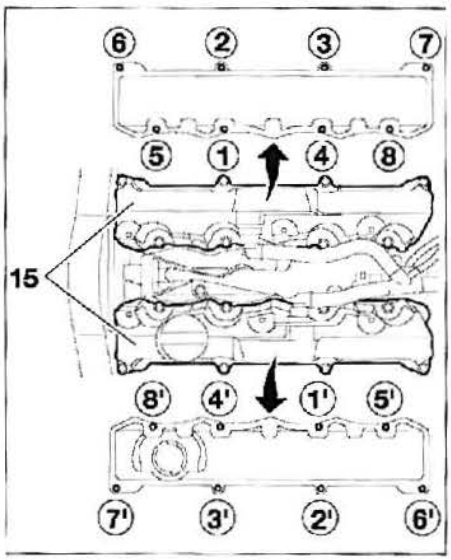

FIG. 29
• Montar las tapas de culata (15) (**Fig.29**).